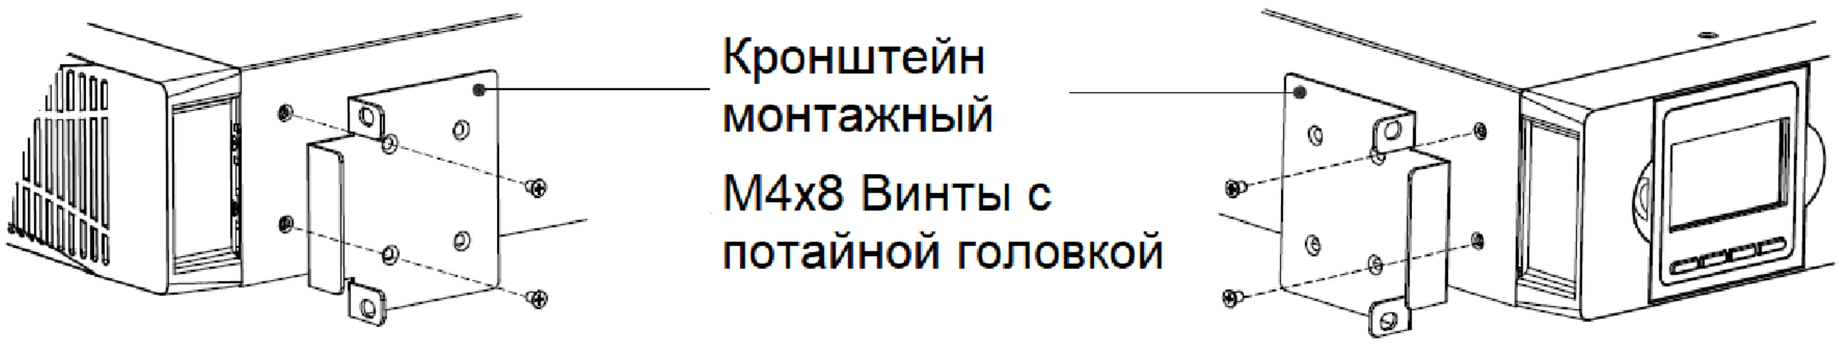

Рис.7 — Установка боковых монтажных кронштейнов на ИБП
5. Кронштейн монтажный** (см. п.4-3, Рис.7) -2шт.
7) Совместите монтажные кронштейны с отверстиями для винтов на каждой стороне ИБП и закрепите с помощью прилагаемых винтов с плоской головкой (см. рис.7);